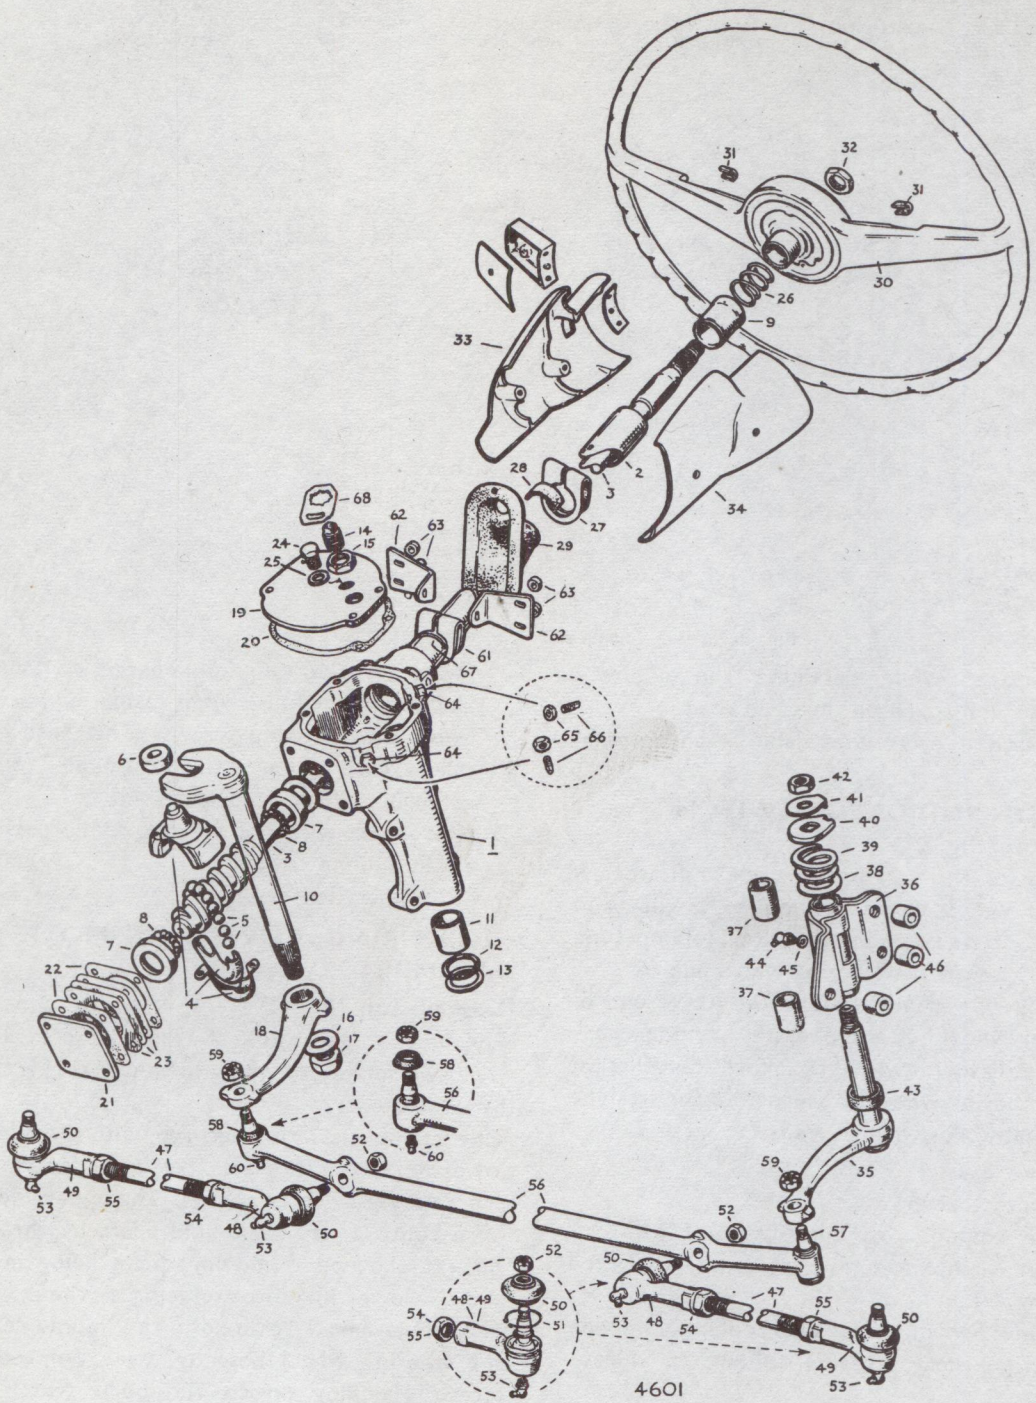

Fig. 3 *Steering column, cowl and linkage (exploded view)*
4. Draw off wheel, using Churchill special tool. Note the retainer spring (26, Fig. 3) on cars fitted with top ball race assemblies only.
2. Fit the upper column bearing retainer spring (26, Fig 3) and place wheel over column splines in correct position.